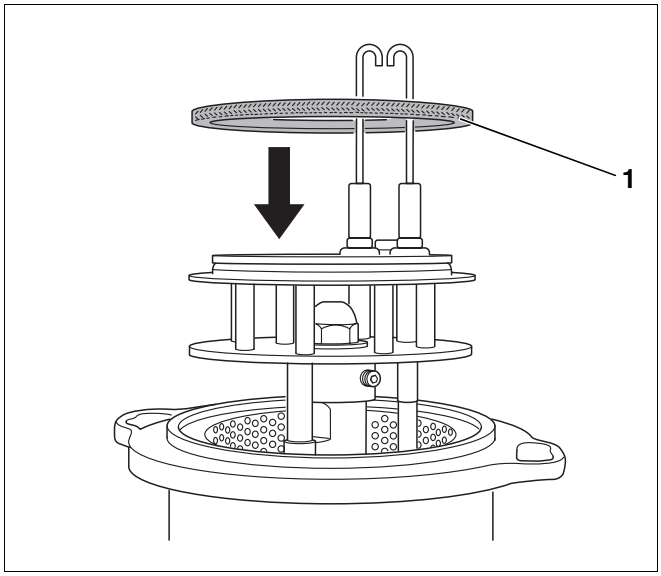

Rys. 40 Montaż uszczelki dla typów palnika 55 do 68 KW
- Uszczelkę (rys. 40, **poz. 1**) osadzić w pierwszej kolejności w systemie mieszającym.